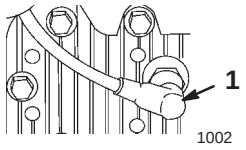

Bild 10
1. Stecken Sie den Zündkerzenstecker wieder auf die Zündkerze auf (Bild 10).